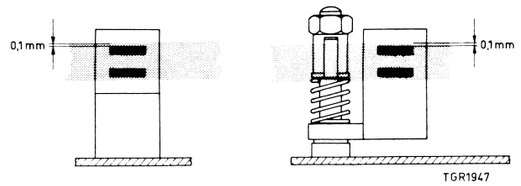

Fig. 9
Replacing the erase head, item 76 Fig. 9
The new erase head should be fitted underneath the lefthand tape guide. The correct height of the erase head can be adjusted by inserting shims, code number 4822 532 30095 underneath the head around the tape guide, see Fig. 9.